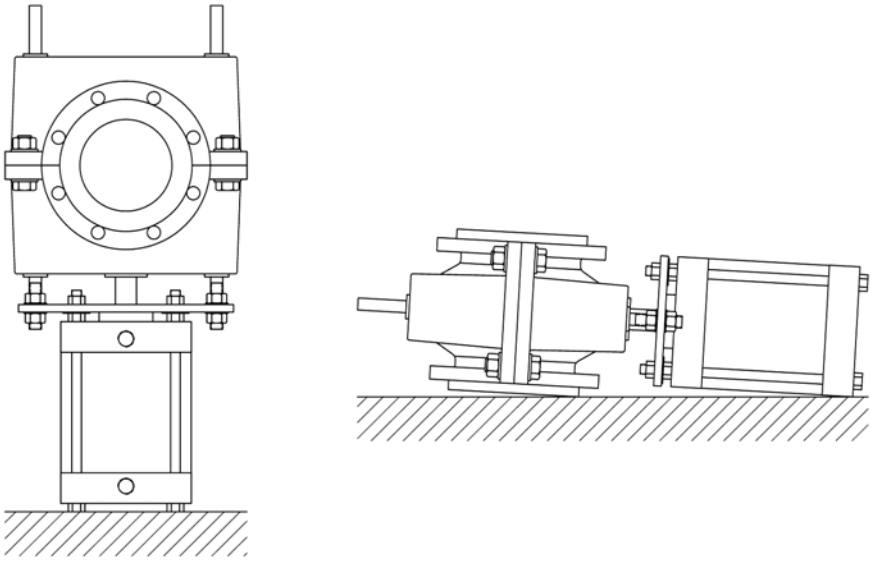

Figure 24: Two options to change the elastomer tube with the RF Valve® off the pipeline
STEP 1: Remove the RF Valve® from the pipeline. Then place the RF Valve® either standing on its actuator or lay it on the ground (Fig. 24) preferably on a smooth, clean surface. When laying the RF Valve® down be sure not to crush any fragile accessories.